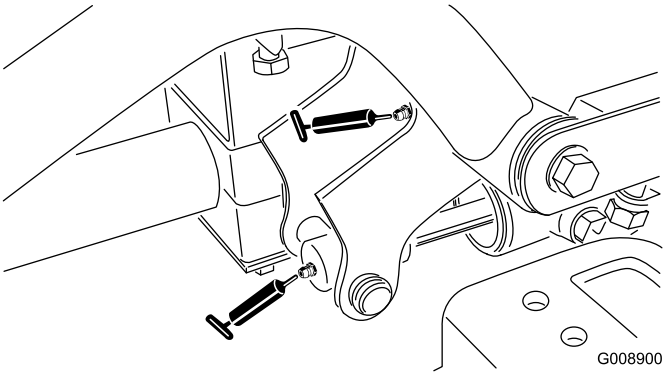

Figur 35
- Främre höger lyftarmstapp och lyftcylinder (2) (Figur 35)